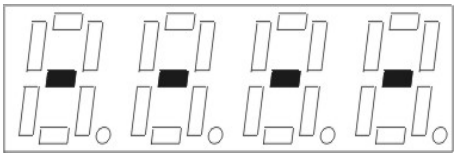

Рисунок 9
– Включить прибор. На экране появятся горизонтальные штрихи (рисунок 9).